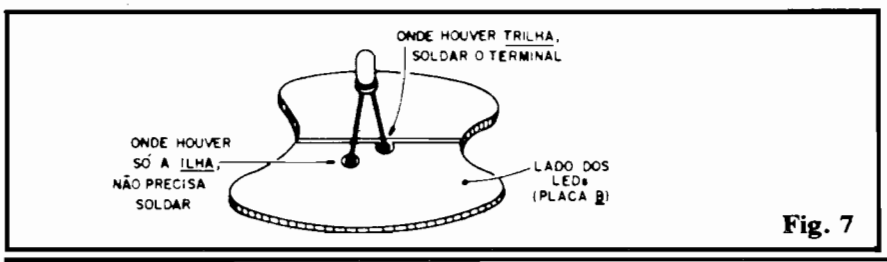

Fig. 7
- Os terminais de todos os LEDs devem ser soldados, em ambos os lados da placa, sempre que, conetada a respectiva "ilha", **houver uma "trilha"** (ver fig. 7). Os furos que (em qualquer dos lados da placa...) forem dotados **apenas** da "ilha" não precisam receber sol-